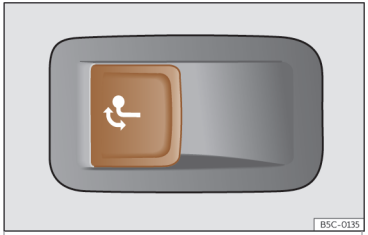

Fig. 199 Sul lato sinistro del bagagliaio: tasto per sbloccare il gancio del rimorchio.
- Premere brevemente il tasto››› fig. 199. Il gancio di traino si sblocca elettricamente e si gira automaticamente verso l'esterno. La spia di controllo del tasto lampeggia.
- Premere brevemente il tasto>>> **fig. 199**. Il gancio di traino si sblocca elettricamente.
- Se la spia di controllo del tasto>>> **fig. 199** *lampeggia*, significa che il gancio di traino non si è fissato correttamente o che è danneggiato >>> ⚠.
- Se la spia di controllo>>> **fig. 199** *rimane accesa* con il portellone posteriore aperto, significa che il gancio di traino è fissato correttamente sia quando viene estratto sia quando viene nascosto.
- **Non premere mai il tasto>>> fig. 199 quando un rimorchio è agganciato o un portapacchi o un altro accessorio è montato sul gancio di traino.**